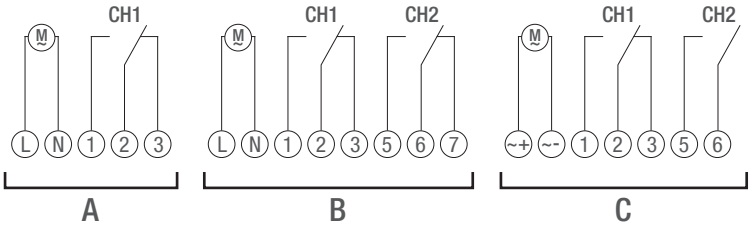

Afb. 5: Schakelschema
3. Verdeelkast-schakelklok volgens schakelschema (Afb. 5/A), (Afb. 5/B) of (Afb. 5/C) aansluiten.